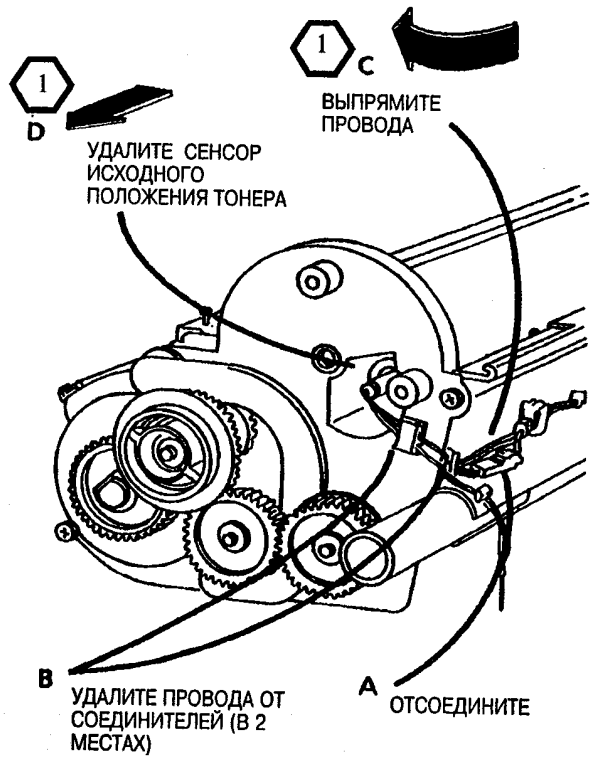

Рис. 2. Удалите сенсор исходного положения тонера
4. (Рис. 2): Удалите сенсор исходного положения тонера.